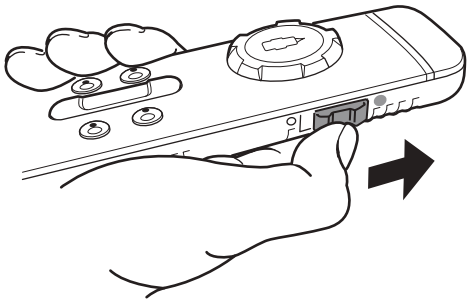

Abb. 14
► Seitlichen Schiebeschalter nach vorne schieben (Abb. 14). Nach dem Einschalten blinkt das Symbol ⏻ für ca. 5 Sekunden in der Symbolleiste. Danach leuchtet das Symbol ⏻ dauerhaft und das Rangiersystem ist betriebsbereit.